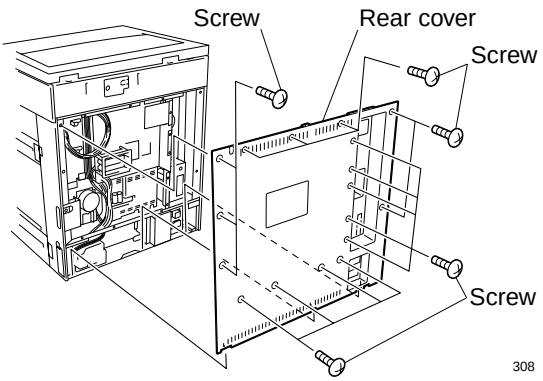

Fig. 6-1-9
1. Detach rear cover. (See Fig. 6-1-9)